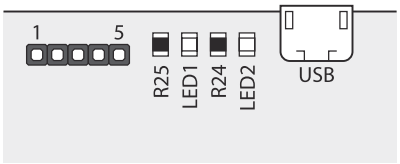

Fig. 35
4. After a further delay the red LED (LED1) will stop flashing, as shown in **Fig.35**, to indicate that the GSM module has registered with the network and is ready to begin programming.